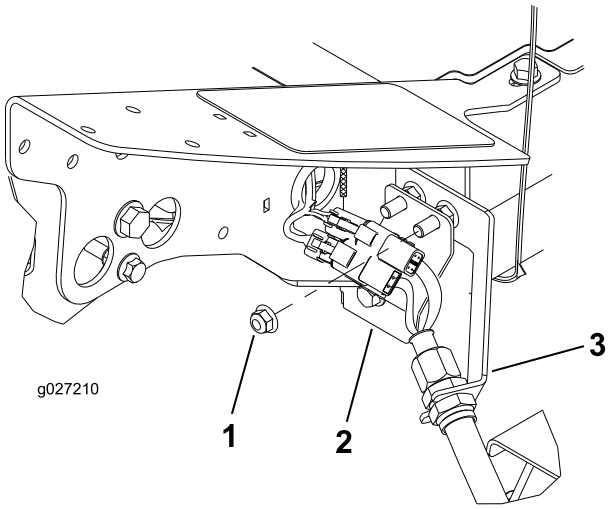

Figuur 12
1. Verwijder aan de linkervoorhoek van het frame (maaideklocatie nr. 4) de extra flensmoer op de bout waarmee de tussenschotbeugel aan de machine is bevestigd (Figuur 12).